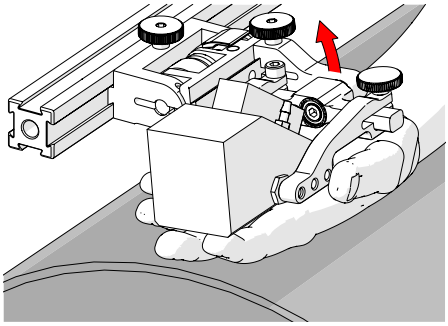

Fig. 146 - Lift to latched position
1. Ensure probe holder is in latched, upper position *(Fig. 146)*. If the probe holder is already latched, it will only move within the slip joint adjustment range and have no spring tension.
1. Ensure the probe holder is in the upright latched position *(Fig. 146)*.